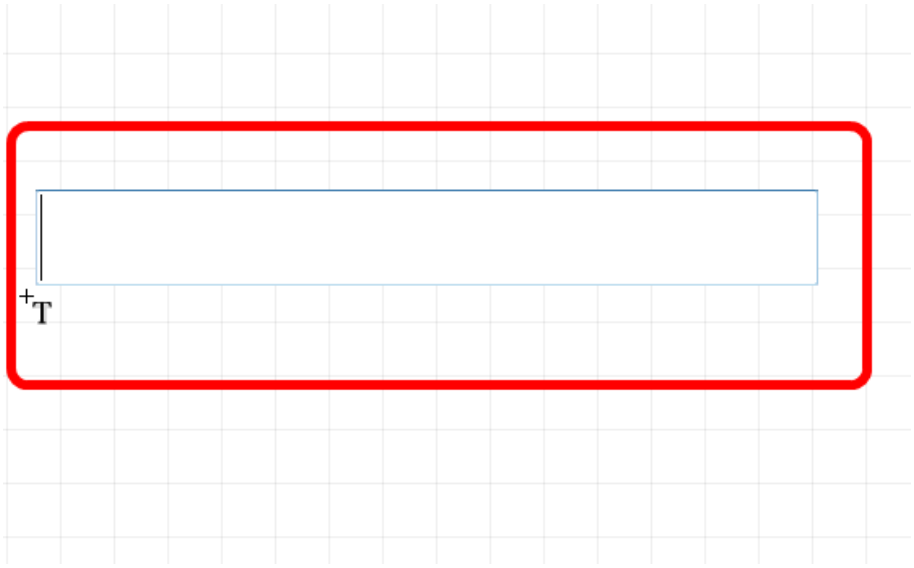

Рис. 43. Введение текста в активном поле
2. Укажите точку расположения текста (точка привязки текстового поля, по умолчанию это нижний левый угол поля), нажав левую кнопку мыши. В графическом редакторе появится поле для ввода текста, см. Рис. 43. Введите необходимый текст (или символы) и нажмите клавишу «Ввод» («Enter»). Текстовое поле будет размещено, а инструмент готов к размещению нового текстового поля.